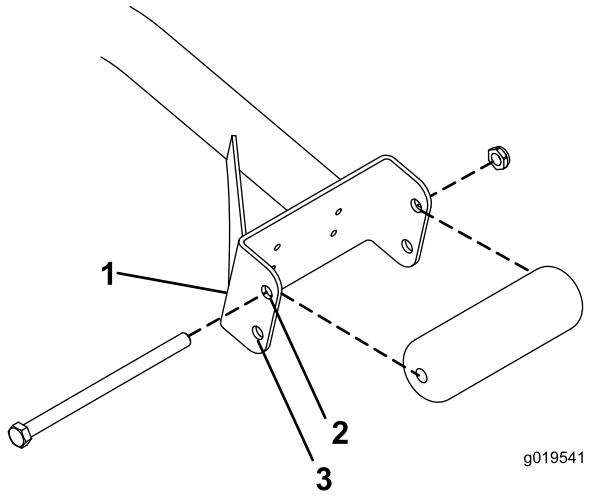

Figuur 3
- Als u maaidekken van 69 cm gebruikt, moet u de rollen in de bovenste bevestigingsgaten van de kanalen van de steunconstructie aanbrengen (Figuur 3).
- Als u maaidekken van 81 cm gebruikt, moet u de rollen in de onderste bevestigingsgaten van de kanalen van de steunconstructie aanbrengen (Figuur 3).